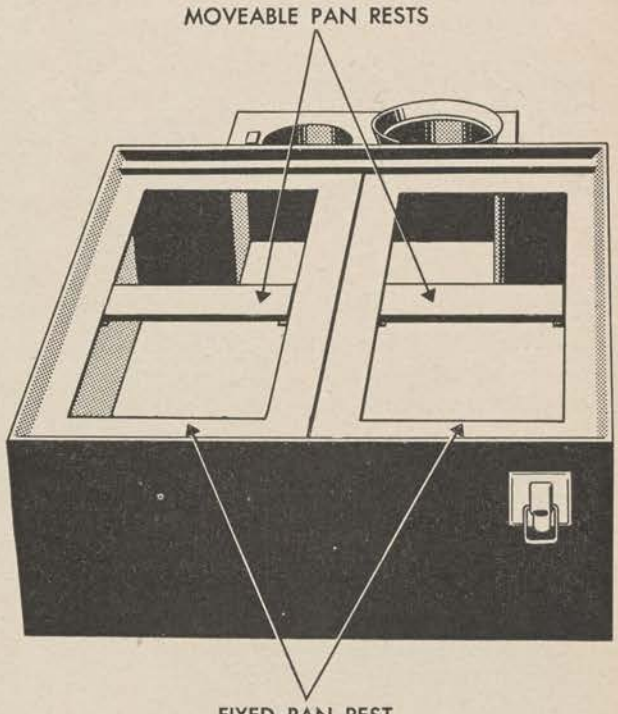
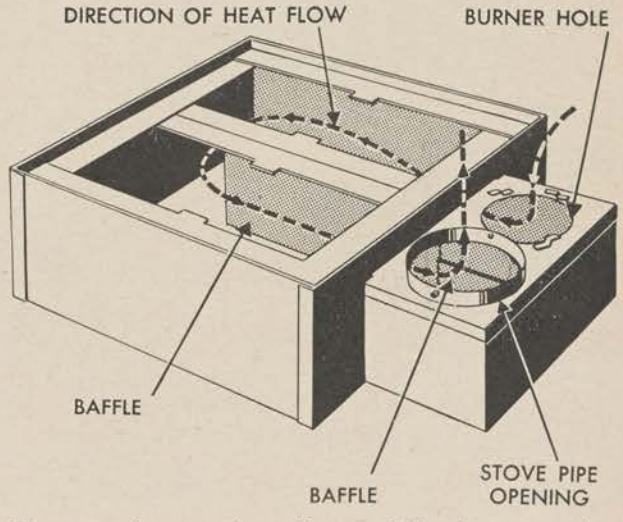
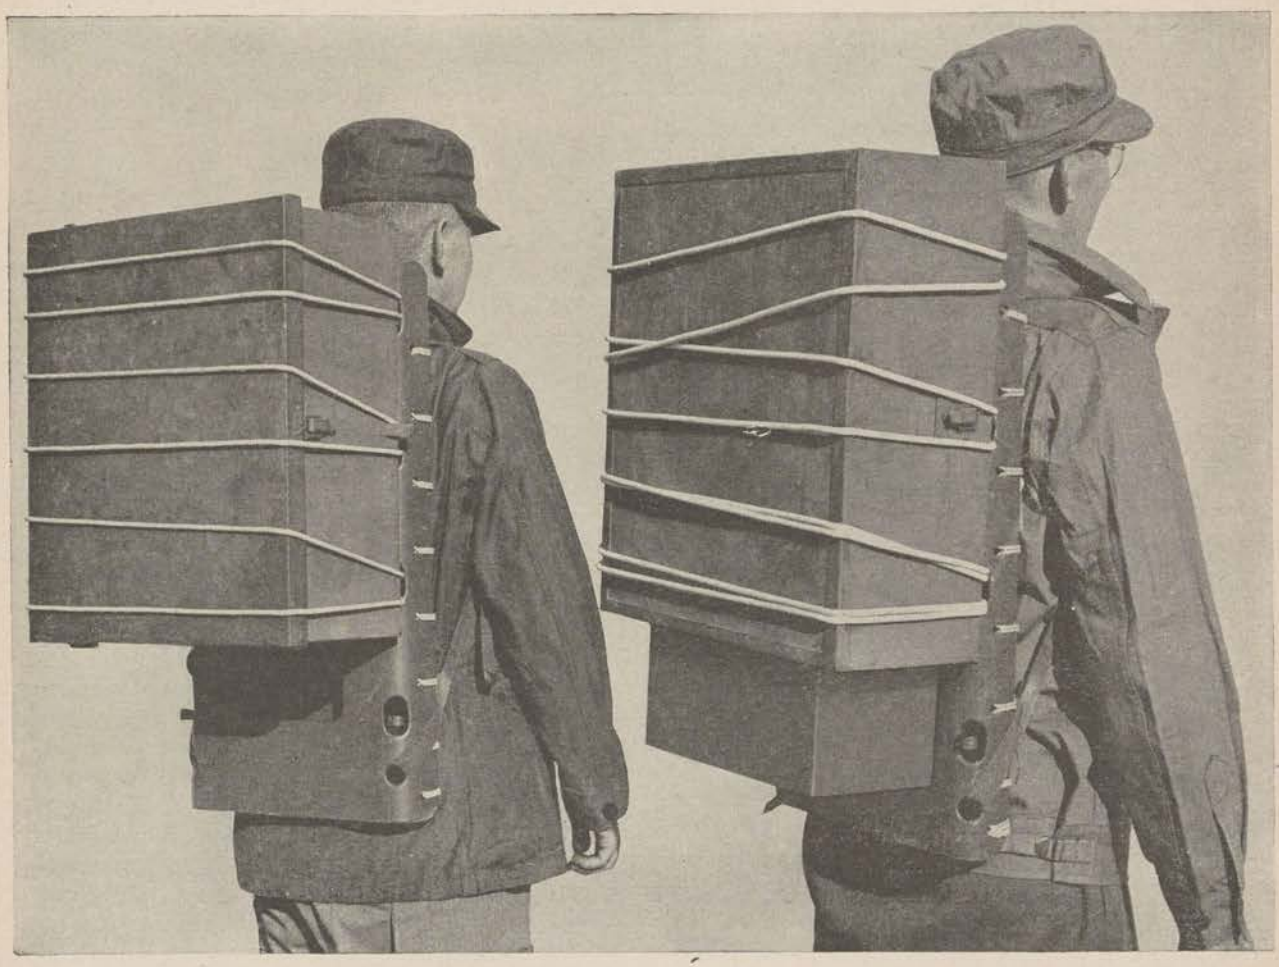

Figure 24. Outfit, cooking, small detachment, top view.
Figure 25. Stove, outfit, cooking, small detachment top view, showing heat flow.
Figure 26. Outfit, cooking, small detachment, assembled for packboard transport.
b. The lower (burner) section of the stove is well insulated on bottom and sides. A central baffle plate causes the heat to circulate throughout the stove. (See fig. 25.) The upper section consists of a windshield and a cover which locks to it. When the stove is carried on a packboard, this cover locks over the lower section.
(4) Before shifting pots or pans, or removing them from the stove, raise the baffle between the burner and the stack (see fig. 25) and reduce the flow of fuel to a very slow drip, to avoid danger of flash heat.
(5) To conserve heat and speed up cooking, keep the pots covered as much as possible and let windshield cover rest on the raised pot handles.
(6) To increase the uniformity of heating, it is often desirable to have a piece of sheet metal under the pots near the burner.
(7) Remove the pan rests (see fig. 24) when the long boilers are used, or the uneven heat will warp these pots.
(8) Use the sterilizer as a tub for washing utensils.
b. MAINTENANCE. (1) See paragraph 19*b*.
(2) See section III, appendix, for a list of parts for mechanical maintenance.
25. How to Pack (see fig. 26)